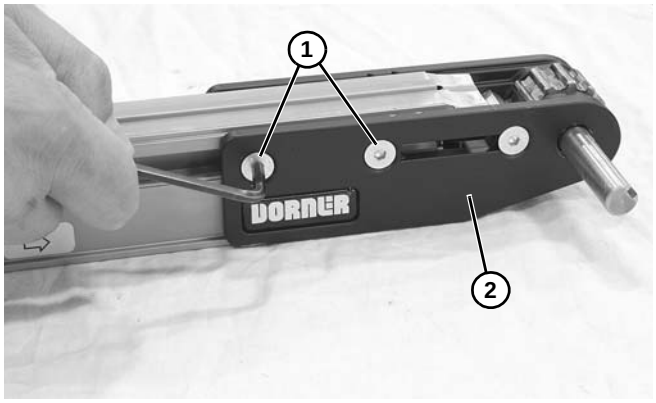

Abbildung 62
2. Schrauben **(Abbildung 62, Teil 1)** auf beiden Seiten des Förderbands lösen. Treibrollenseite **(Abbildung 62, Teil 2)** vom Förderband abnehmen.